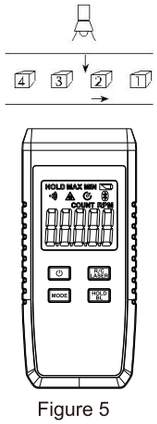

Figure 5
2) Fix the optical source to the location at the other side of objects and opposite to the meter.(figure5)